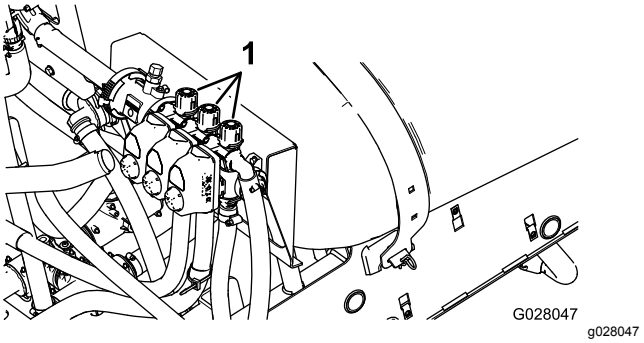

Rysunek 22
2. Wyłącz lewą sekcję i wyreguluj pokrętło obejścia sekcji (Rysunek 22), aż odczyt ciśnienia będzie zgodny z wcześniej ustawioną wartością (zazwyczaj 2,75 bara lub 40 psi).
4. Wyreguluj pokrętło obejścia prawej sekcji (Rysunek 22), aż odczyt ciśnienia będzie zgodny z wcześniej ustawioną wartością (zazwyczaj 2,75 bara lub 40 psi).
6. Wyreguluj pokrętło obejścia centralnej sekcji (Rysunek 22), aż odczyt ciśnienia będzie zgodny z wcześniej ustawioną wartością (zazwyczaj 2,75 bara lub 40 psi).